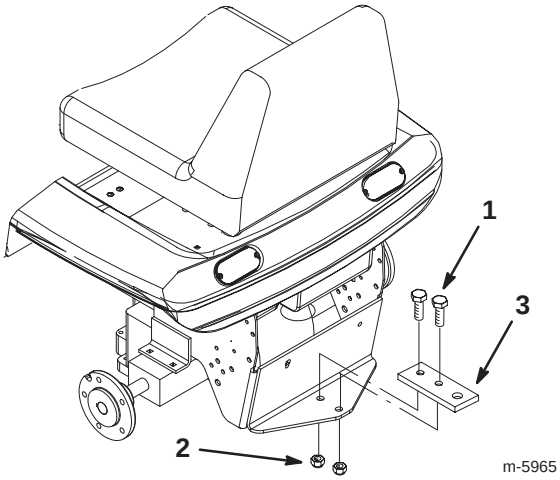

Figure 4
5. Install the tow hitch extension to the tractor using 2 bolts (1/2 x 1–1/4 in.) and 2 locknuts (1/2 in.) (Fig. 4).